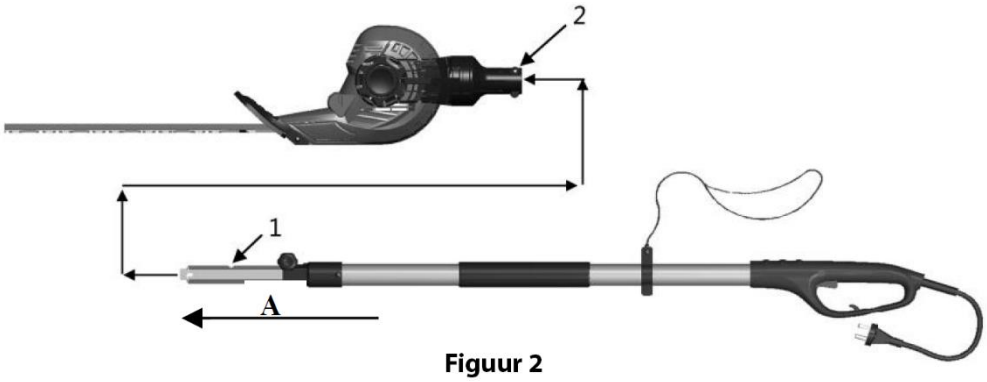

Figuur 2
2. Schuif de binnenste hendel (1) een stukje uit (A) en draai deze vast. Plaats de voorste hendel (1) in de aansluiting (2) (zie figuur 2).